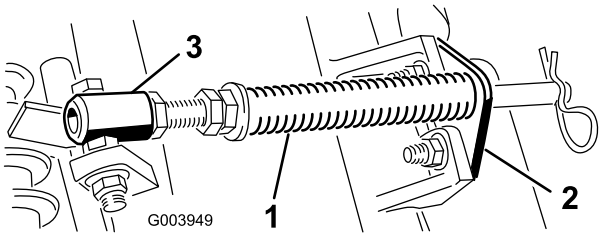

**Figuur 5**
A. Draai de 2 slotbouten en de moeren los waarmee de stangbeugel is bevestigd aan de lippen op het maaidek (Figuur 5).
B. Verwijder de flensmoer waarmee de bout van de veerbuis is bevestigd aan de lip op het draagframe (Figuur 5). Verwijder het geheel.